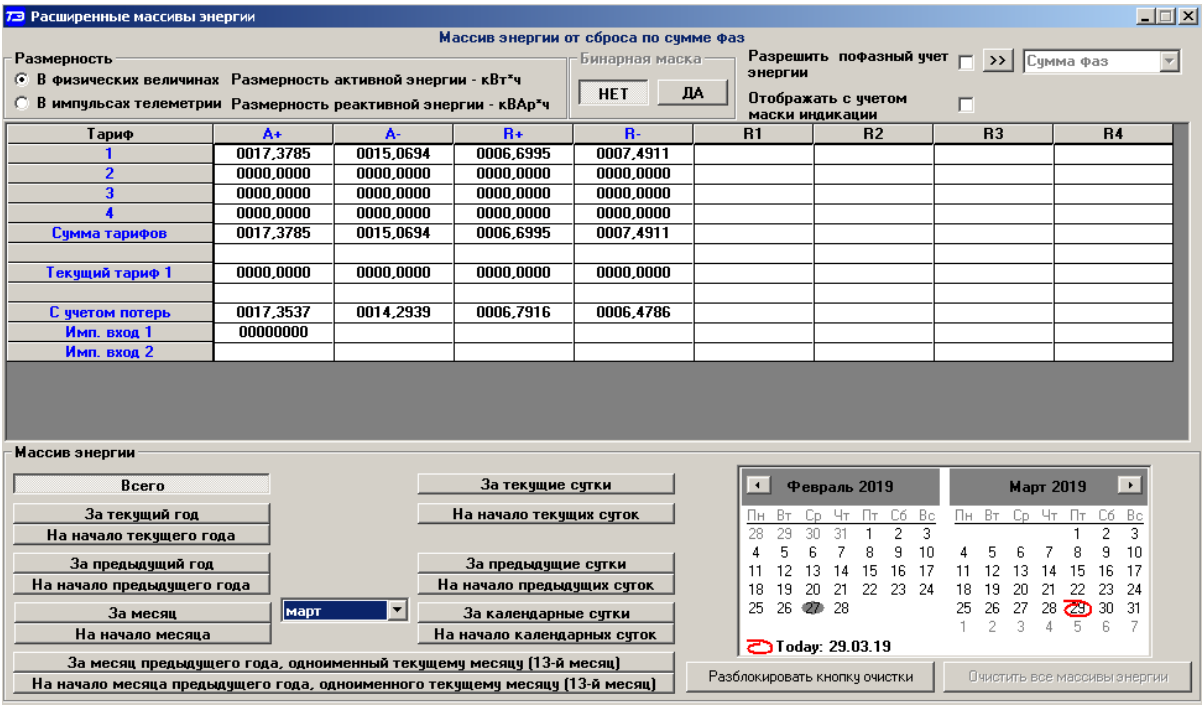
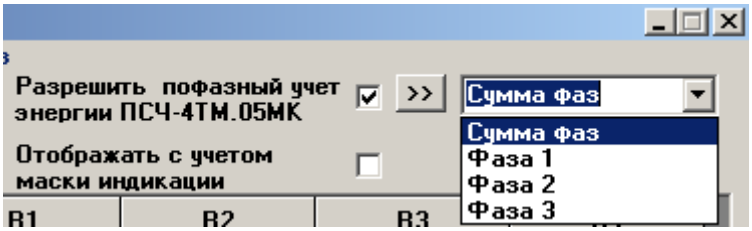

Рисунок 12 –Форма «Расширенные массивы энергии»
Рисунок 13 – Список окна числа фаз учета
13.5 Для ведения пофазного не тарифицированного учета энергии необходимо установить и записать флаг «Разрешить пофазный учет энергии ПСЧ-4ТМ.05МКТ» на поле формы «Расширенные массивы энергии» (рисунок 12). Запись возможна только на втором уровне доступа. После чего окно выбора числа фаз становится активным. Для просмотра архивов учтенной энергии в списке окна числа фаз следует выбрать (рисунок 13):
Если режим пофазного учета не выбран, - список окна числа фаз будет неактивным и по умолчанию выбран режим «Сумма фаз» (рисунок 12).
13.6 Для сброса (обнуления) всех массивов учтенной энергии нужно сначала нажать кнопку «Разблокировать кнопку очистки», после чего кнопка «Очистить все массивы энергии» становится активной (рисунок 12). Затем нажать активную кнопку «Очистить все массивы энергии». Операция очистки возможна только на втором уровне доступа.